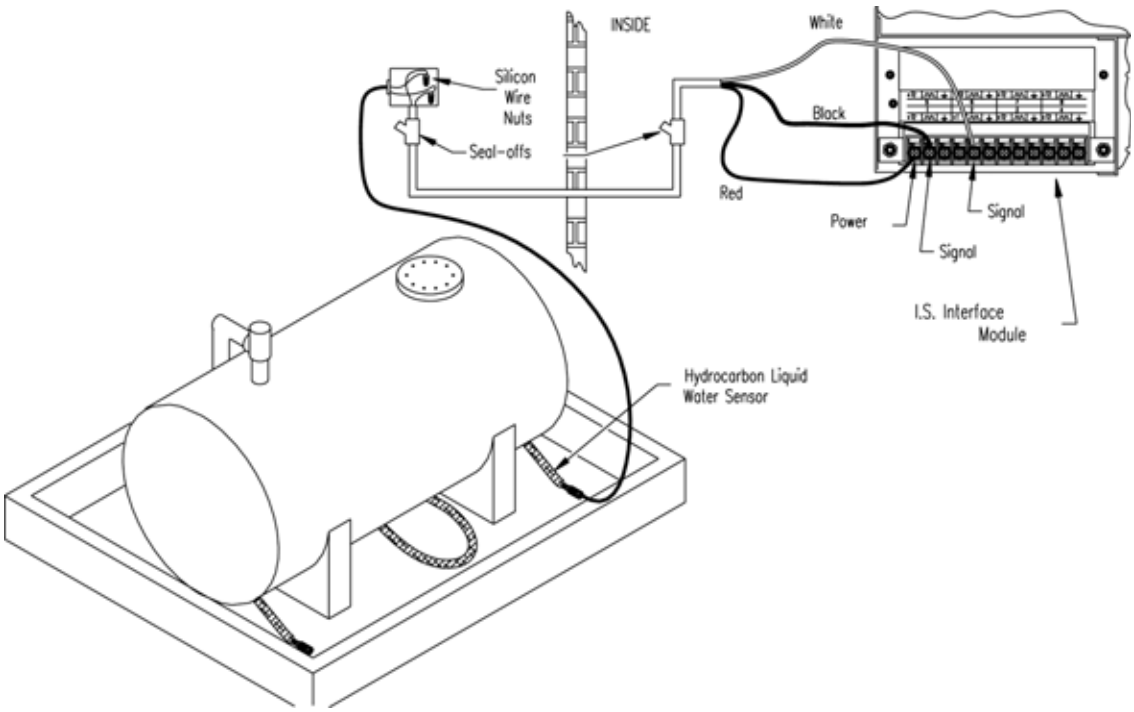

Figure 19: **Hydrocarbon Liquid & Water Sensor Installation**
- Review Figure 19 on page 50.